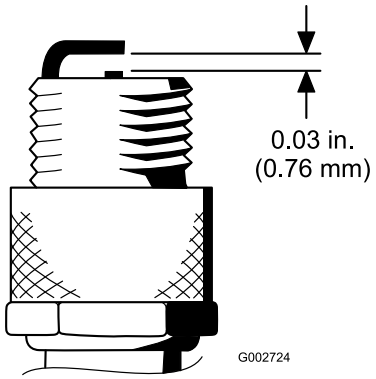

Figur 40
4. Indstil gnistgabet mellem midten og siden af elektroderne til 0,76 mm som vist i Figur 40.